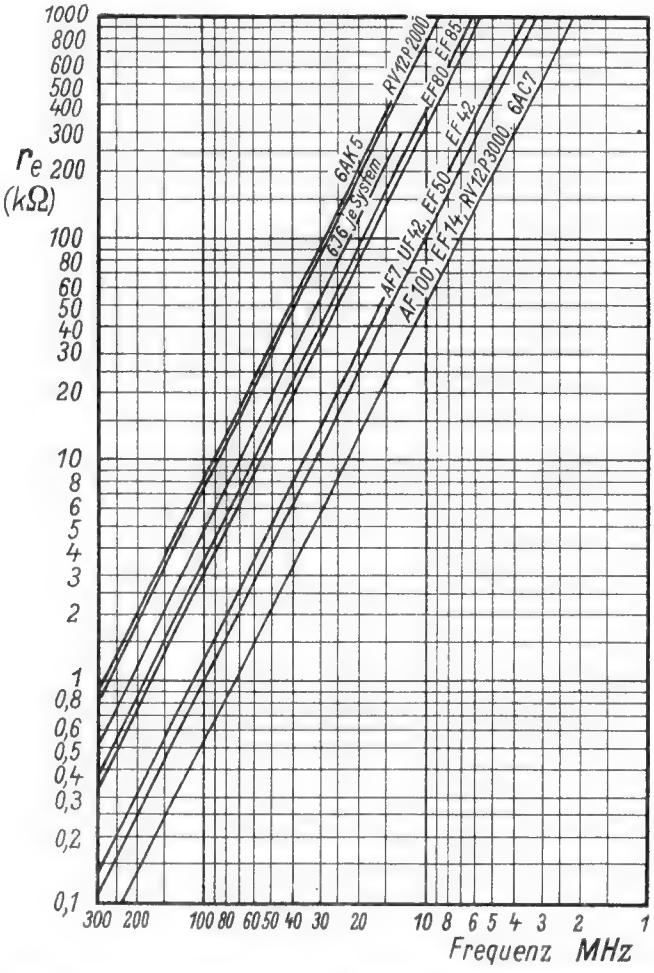

*Bild 3. Eingangswiderstand einiger Röhren in Abhängigkeit von der Frequenz. Als Steilheit ist diejenige im normalen Arbeitspunkt zugrundegelegt.*
Dieser Faktor K gibt ein Maß für die Brauchbarkeit der Röhre in UKW-Schaltungen. Tabelle 1 bringt eine Zusammenstellung des Faktors K und der Eingangswiderstände bei verschiedenen Frequenzen für die Steilheit im Arbeitspunkt. Die K-Werte sind unter Zugrundelegung des normalen Arbeitspunktes errechnet. An Hand dieser Tabelle und mit Hilfe von Formel (4) kann man also für beliebige Arbeitspunkte den Eingangswiderstand errechnen. Mit Hilfe der Kurvenschar in Bild 3 kann man die Frequenzabhängigkeit des Eingangswiderstandes für eine Anzahl gebräuchlicher Röhren direkt ablesen. Die Werte gelten für die Steilheit im normalen Arbeitspunkt.